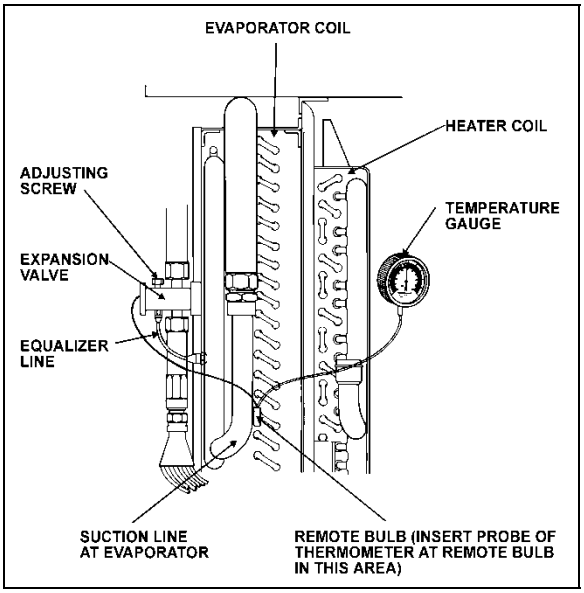

**FIGURE 52: SUPERHEAT ADJUST. INSTALLATION** 22046
3. Use a remote reading thermometer or thermocouple / multimeter to measure temperature at the evaporator outlet line near the existing remote bulb (Figure 52).